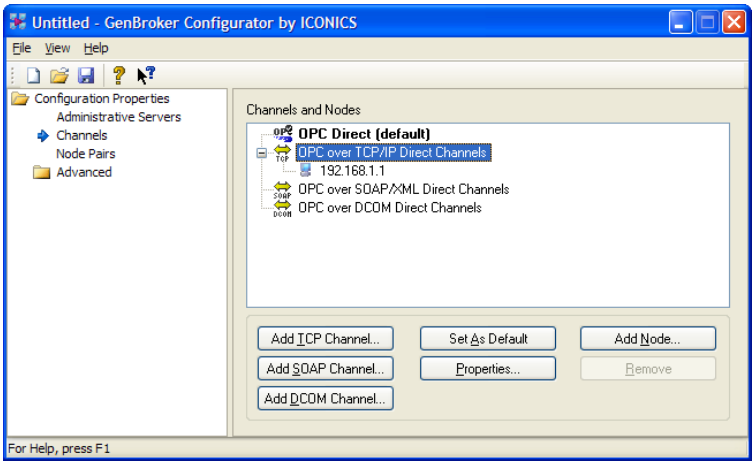

Figure L8.6: GenBroker Configuration for the Client (Mywebserver)
6. Click the plus sign next to the **OPC over TCP/IP Direct Channel** to expand it, and you should see the node listed underneath it as shown in **Figure L8.6.**